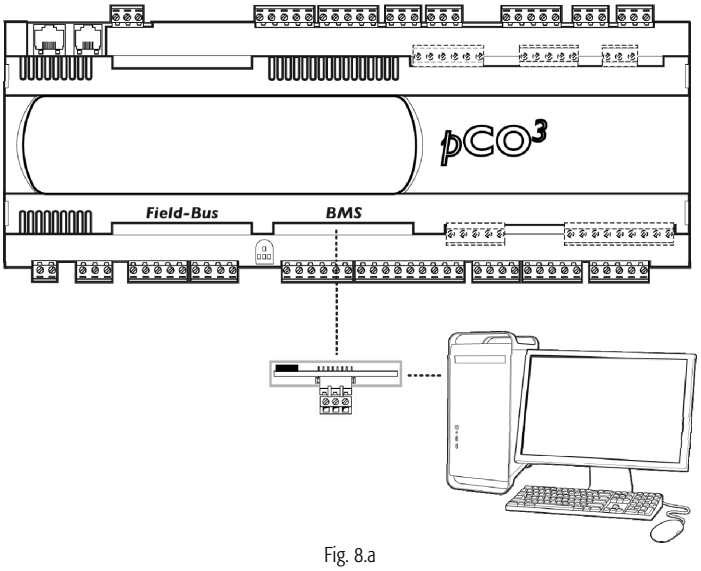

Fig. 8.a
- Carel RS485: code PCOS004850 (see Fig. 8.a)
- Modbus RS485: code PCOS004850 (see Fig. 8.a)